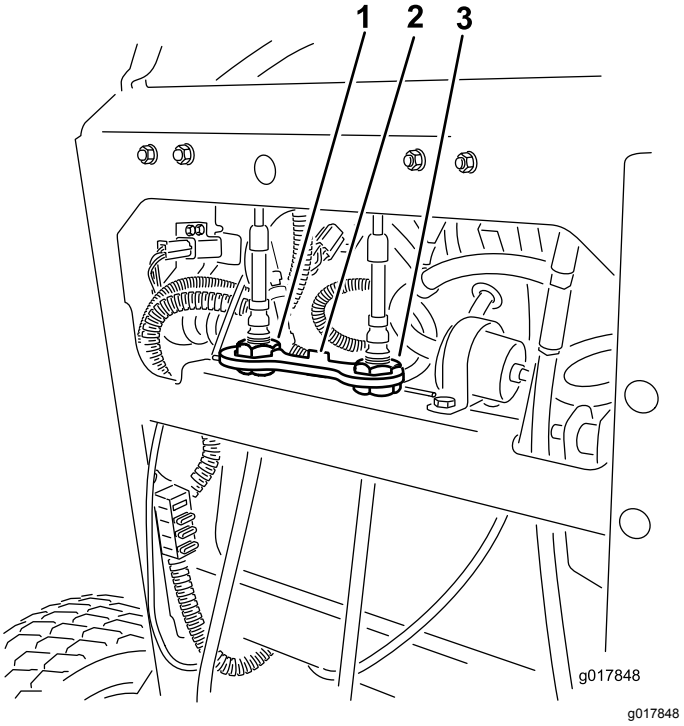

**Figuur 71**
6. Plaats de kabelvergrendeling op de kabelafstellingmoeren om de afstelling te borgen (Figuur 71).